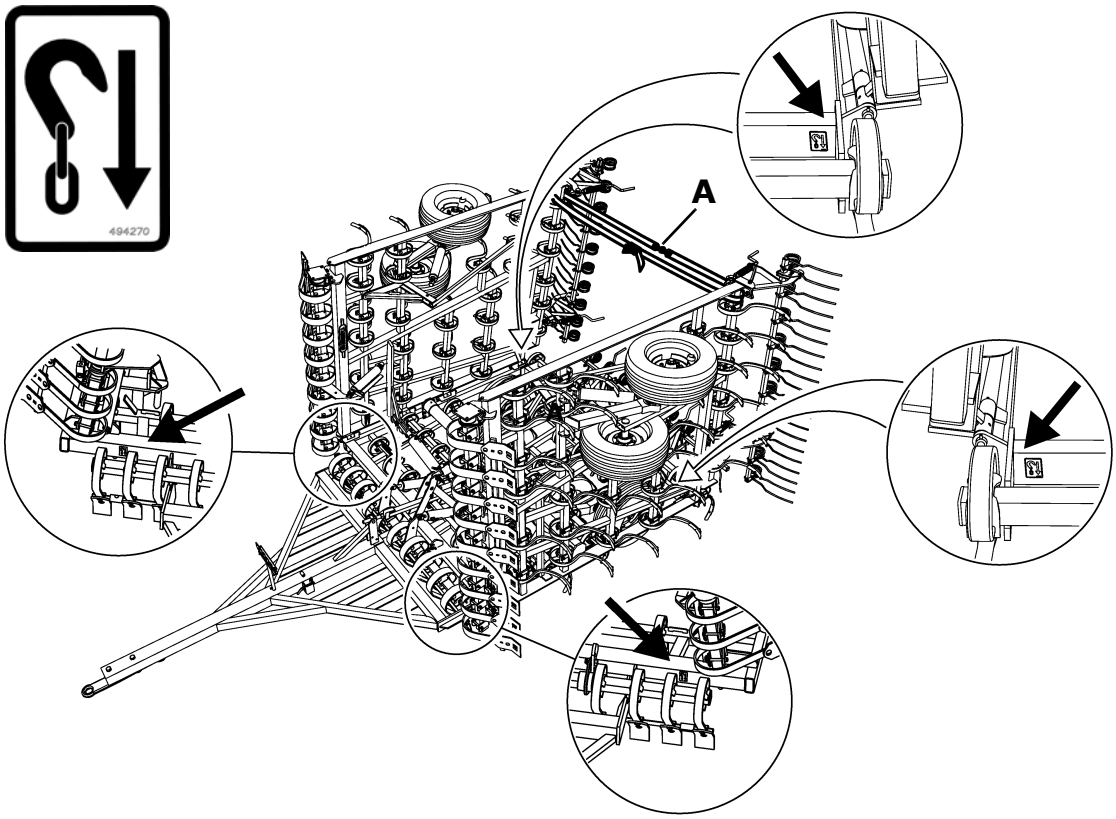

Рисунок 1.9
6 Закрепите готовые к транспортировке боковые секции натяжными ремнями (A) или аналогичными средствами; смотрите “Рисунок 1.9”.
7 Закрепите машину с помощью подходящих крепежных средств в соответствии с действующими правилами. Крепежне средства необходимо прикреплять к машине в местах, обозначенных табличками; см. “Рисунок 1.9”.